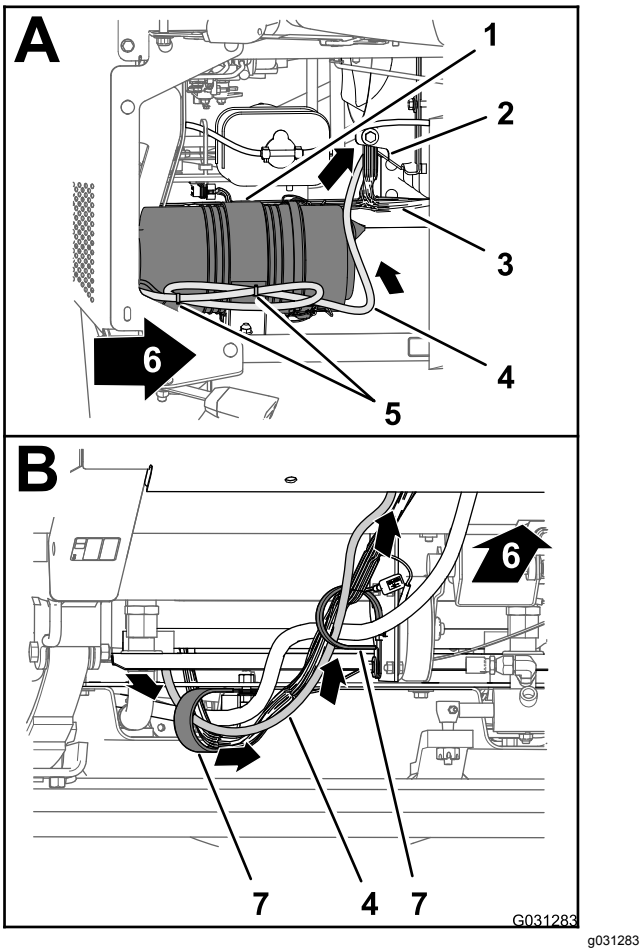

Figur 166
1. Dra datakablagedelen på 220 cm framför motorns luftfilter och ned mot det nedre högra hörnet av kylaren på motorrummets högra sida (Figur 166).
2. Dra datakablagedelen på 220 cm framåt och genom de två R-klämmorna längst ner på maskinen (Figur 166).